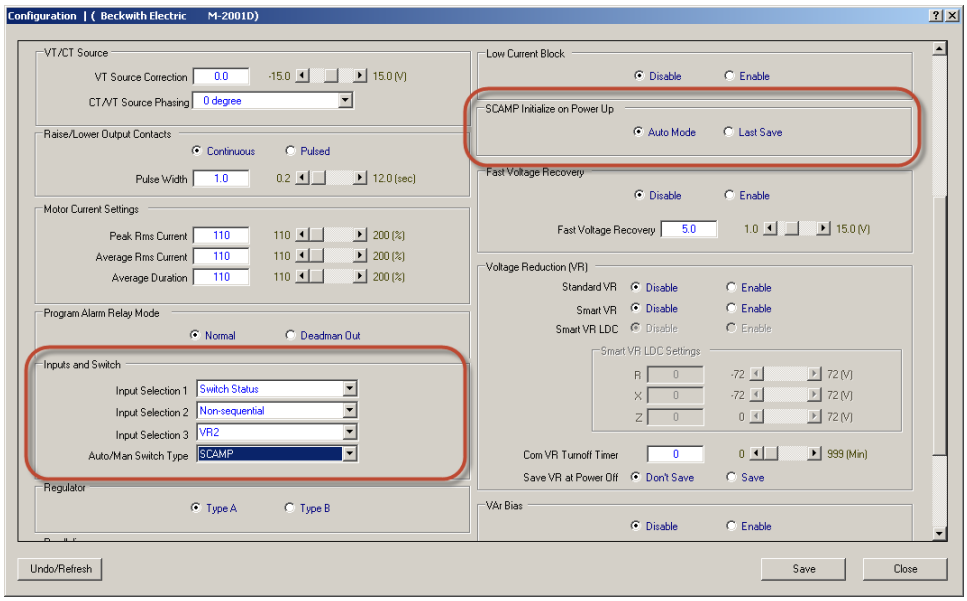

Figure 4-29 Configuration (SCAMP Initialize on Power Up) Dialog Screen
1. Select **Setup/Configuration** from the TapTalk toolbar. TapTalk will display the "Configuration" dialog screen (Figure 4-29).